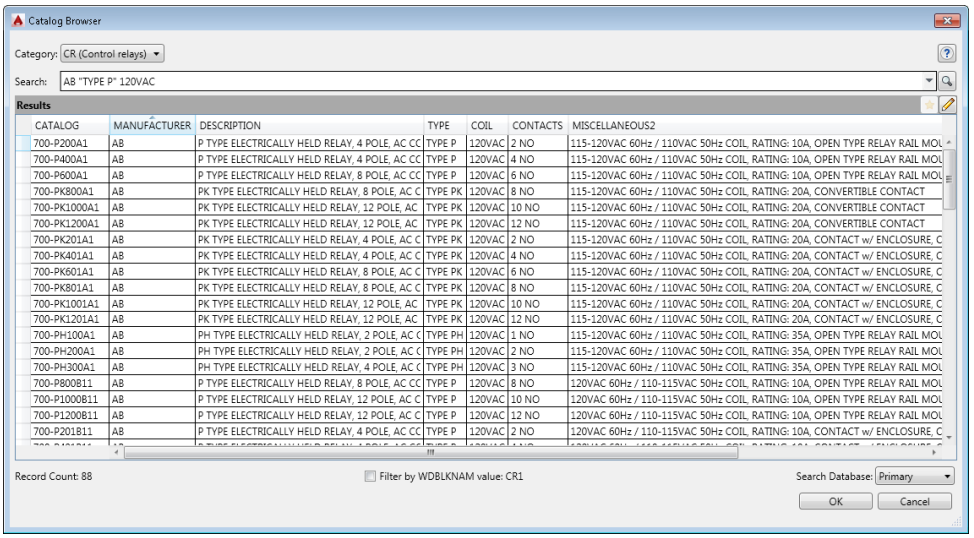

Figure 6-57 *The* ***Catalog Browser*** *dialog box*
3. Choose the **Catalog Lookup** button; the **Catalog Browser** dialog box is displayed, as shown in Figure 6-57.